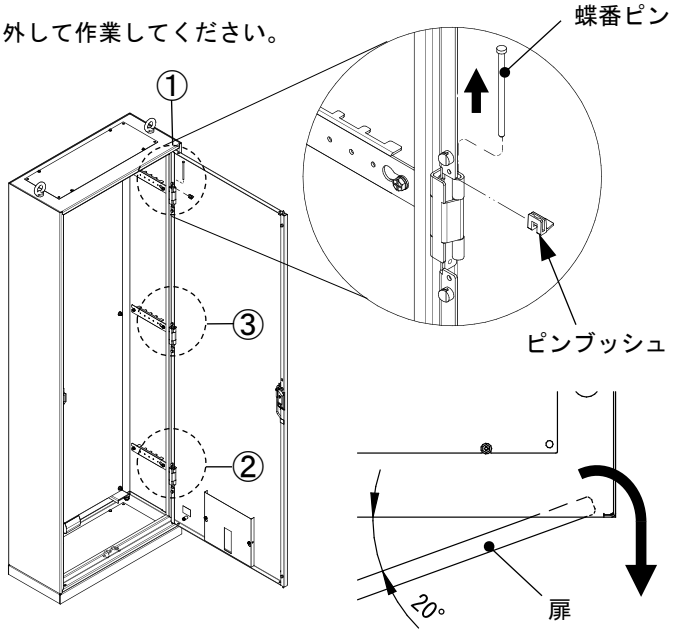

図1 扉の外し方
2. 扉を約20°まで閉じ、角度を保持したまま扉を蝶番から矢印の方向に外してください。（図1）